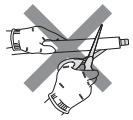

Fig. 1
1) Spojte chladivové potrubie a odtokovú hadicu dokopy a potom od konca pevne aplikujte potrubnú pásku (G).
2) Vložte potrubie a odtokovú hadicu do stenovej priechodky (C) a zaveste hornú časť interiérovej jednotky na montážnu dosku (1).
3) Pohýbte interiérovou jednotkou doľava a doprava a skontrolujte tak, či je bezpečne zavesená na montážnej doske (1).
4) Vtlačte dolnú časť interiérovej jednotky do montážnej dosky (1).
- Nerežte odtokovú hadicu jednotky. (Fig. 1)